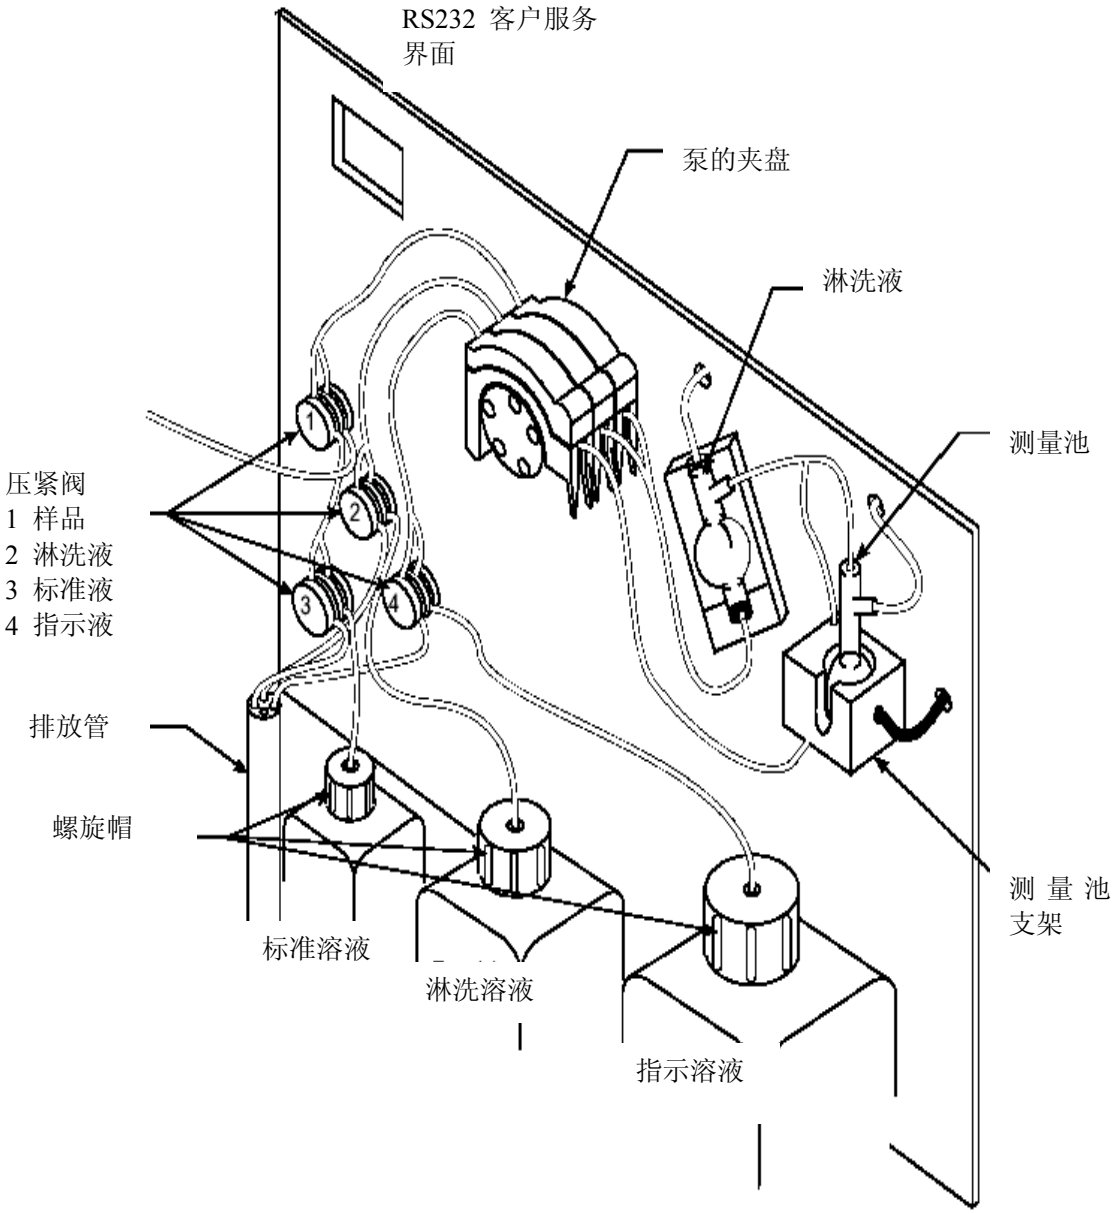
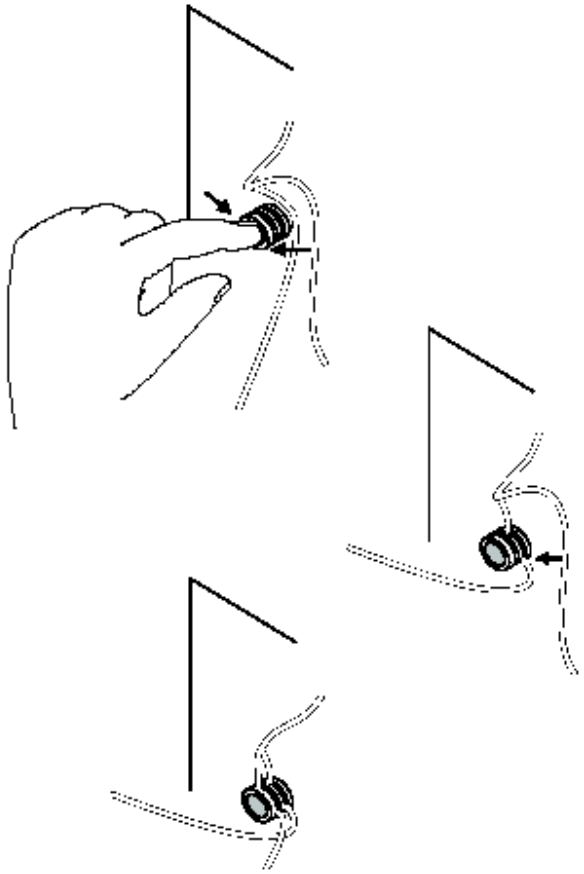

图 6 安装试剂瓶
图 7 把管线安装在捏阀上
4. 将管线插入每个捏阀中（如图 6 和图 7 所示）。
6. 将进样管（经过卡子进入分析仪）连到分析仪上（如图 7 所示）。
5. 将对应的分析仪的管线插入盖子上中。（请看图 6）